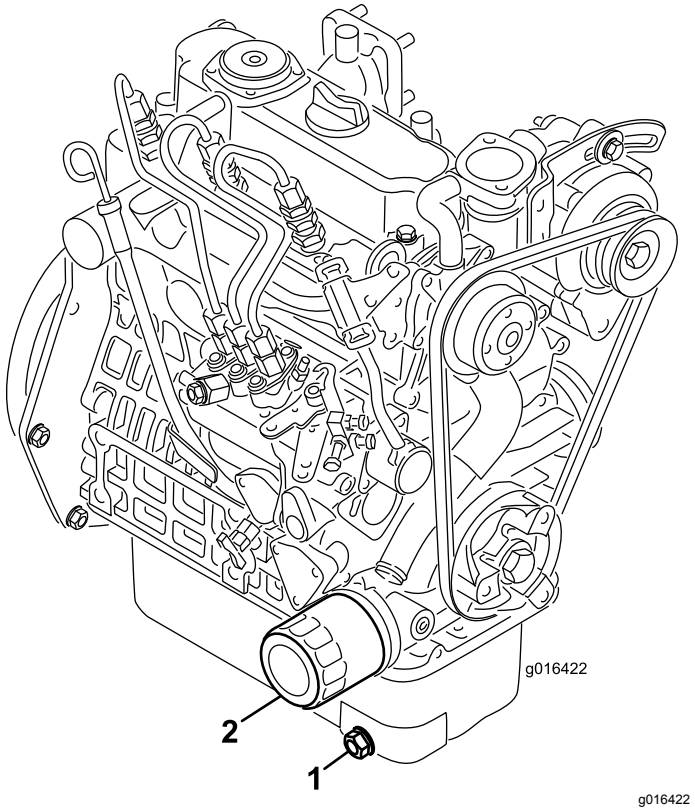

Figur 36
1. Fjern aftapningsproppen (Figur 36), og lad olien flyde over i aftapningsbeholderen. Monter aftapningsproppen igen, når olien holder op med at løbe.